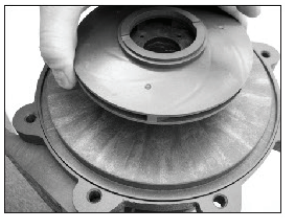

Figure 40
9. Carefully install the impeller/inner drive assembly (items 4, 4A, 5, 5A) by sliding it over the impeller shaft in the barrier. It is normal for the impeller /inner drive to pop up a slight amount due to magnetic forces. See figures 40 and 41.